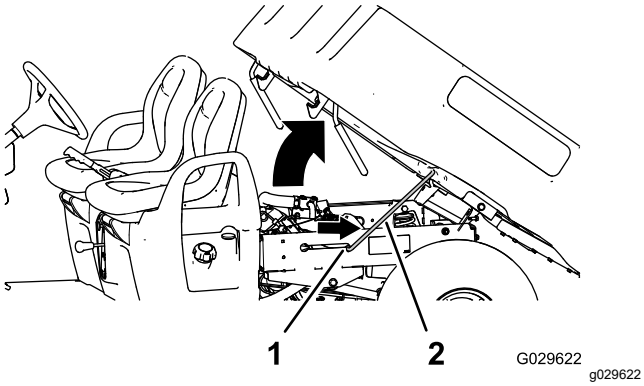

Figur 14
2. Säkra flaket genom att skjuta in stöttan i skåran (Figur 14).
2. Dra ut stöttan ur skåran (Figur 14).
3. Sänk ned flaket tills det låses säkert på plats (Figur 14).